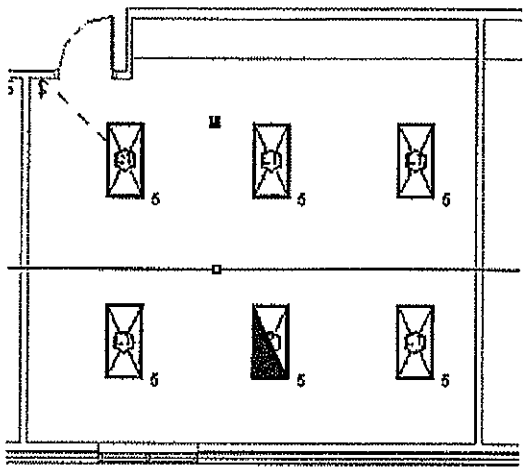

Figure 5–67
7. Select the switch near the door in the same room. A line connecting the lighting fixture to the switch displays, as shown in Figure 5–67.